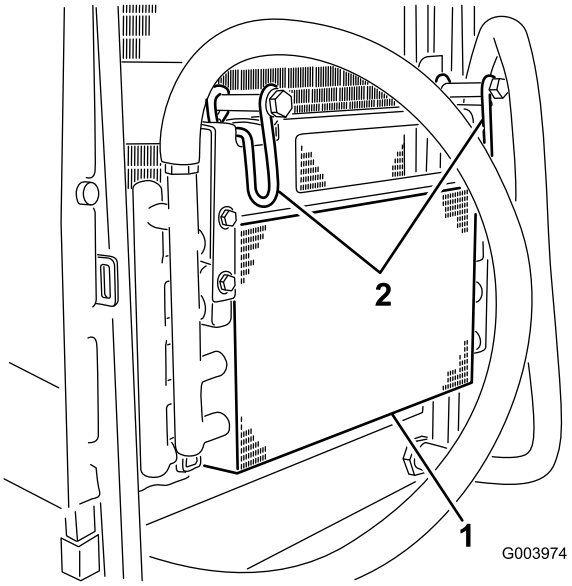

**Figur 67**
5. Drej låsehåndtagene indad, så oliekøleren løsgøres (Figur 67).